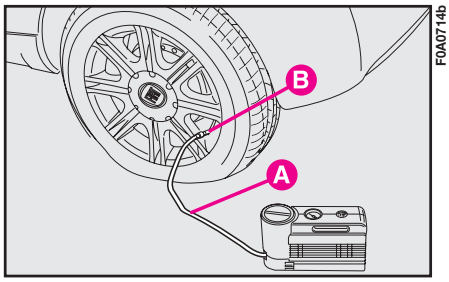

fig. 16c
– **Pull up the handbrake**. Loosen tyre inflation valve cap, take out the filler hose **A-fig. 16c** and screw the ring nut **B-fig. 16c** on the tyre valve;